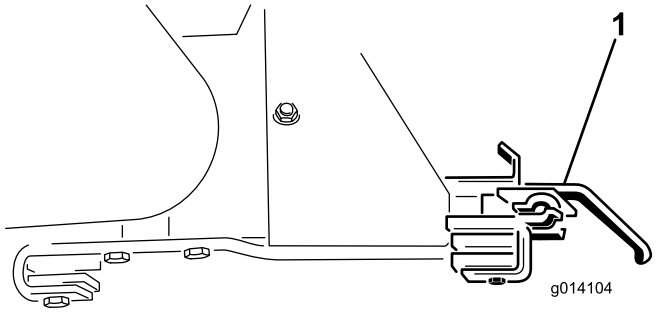

**Figur 47**
18. Ta av de to festebrakettene for tilleggsutstyr (Figur 47).